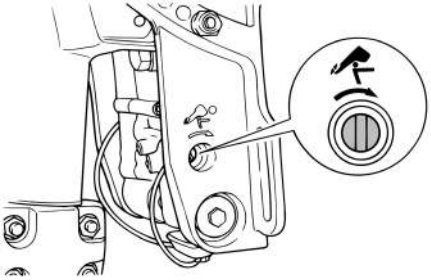

Рис. 43 Наклон мотора вручную
1. Ослабьте вручную винт 1 клапана, вращая его по часовой стрелке до упора (Рис. 43).